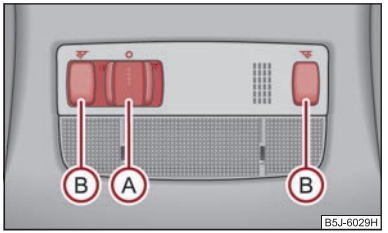

Fig. 41 Escotadura del revestimiento interior del techo: Luz interior delante / detrás
– Pulsar el conmutador (A) hacia la derecha; aparecerá el símbolo ⇒ fig. 41.
– Pulse uno de los conmutadores (B) ⇒ fig. 41 para conectar y desconectar la lamparita de lectura izquierda o derecha.